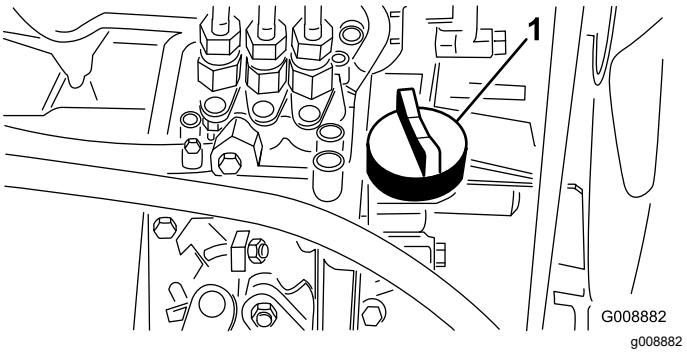

Figuur 28
4. Als het oliepeil te laag is, verwijdert u de vuldop (Figuur 28) en vult u bij met kleine hoeveelheden olie totdat het oliepeil de Vol-markering op de peilstok bereikt. Vul de olie langzaam bij en controleer daarbij veelvuldig het peil.